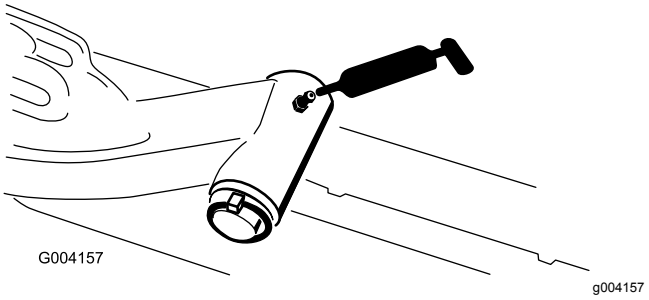

Figur 39
- Løftearmenes drejeaksel (1 hver) (Figur 39)